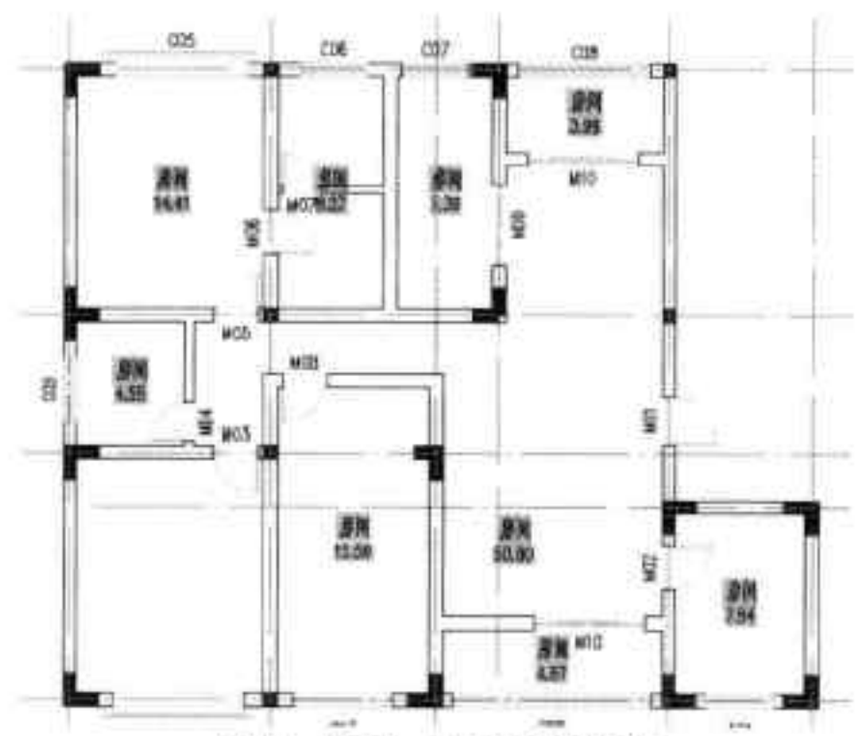

图17-133 完成面积查询
Step 02 框选完成后，按回车键，此时平面图中所有房间的面积则显示在图纸相关位置处，如图 17-133 所示。